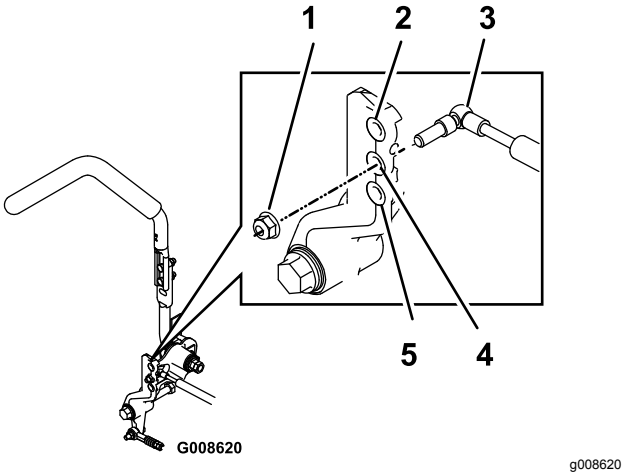

Рисунок 63
3. Выверните контргайку, переместите монтажный болт демпфера в нужное положение и заверните контргайку. Варианты установки см. на Рисунок 63.